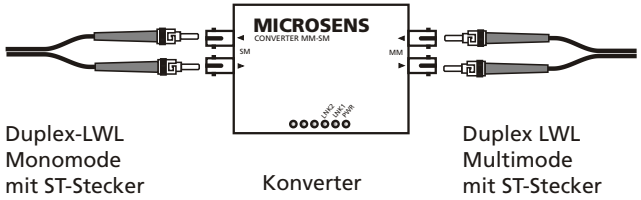

Abb. 3: Installation des Konverters
• Zur Installation wird der Medienkonverter auf beiden Seiten mit den zu koppelnden Fasern verbunden (Abb. 3). Dazu werden die mit **ST-Steckern** versehenen Fasern in die entsprechenden Buchsen des Konverters gesteckt und durch Drehen des Bajonettverschlusses verriegelt.